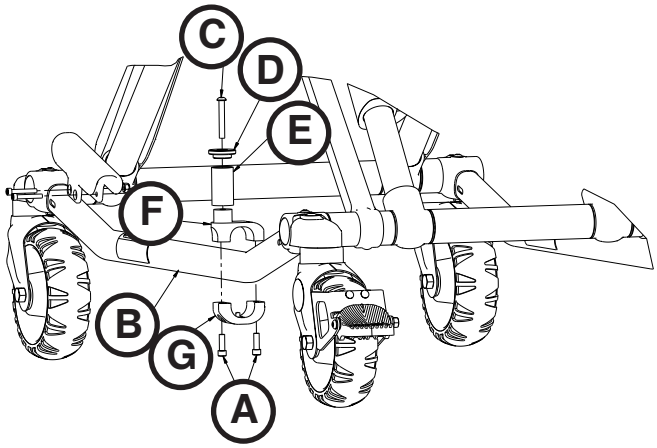

Figura 72
3. Con un destornillador Torx T30, extraiga los dos tornillos de cabeza plana (A) que fijan el poste de sujeción de la camilla al tubo de la base (Figura 72). Deseche los tornillos y el poste de sujeción de la camilla.
4. Introduzca el tornillo de cabeza redonda (C) a través de la tapa del poste de sujeción (D) y del tubo del poste (E), y seguidamente en el soporte del pasador superior (F) (Figura 72).
5. Con una llave hexagonal de 5/32", apriete el tornillo de cabeza redonda (C) totalmente para fijar la tapa del poste de sujeción (D) y del tubo del poste (E) al soporte del pasador superior (F) (Figura 72). Con una llave dinamométrica, apriete el tornillo a 11,3 – 15,8 Nm (100-140 pies-lb (Nm)).
6. Monte el poste de sujeción de la camilla a través del tubo de la base. Alinee los orificios de los soportes e introduzca dos tornillos de cabeza hueca (A) en los orificios roscados del soporte inferior del pasador (G) (Figura 72).